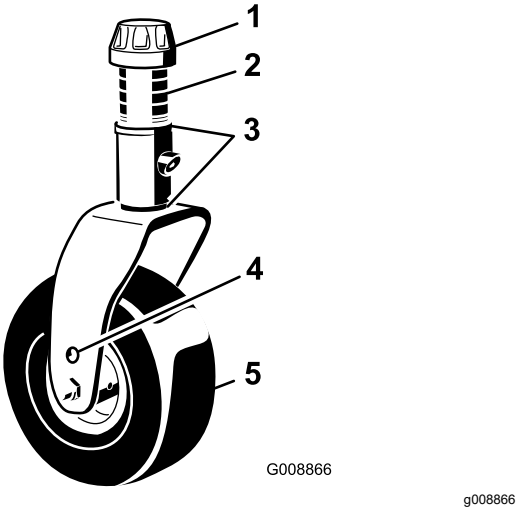

Figura 140
1. Retire el casquillo tensor del eje de la rueda giratoria y deslice el eje fuera del brazo de la rueda giratoria (Figura 140).
Retire el casquillo tensor y la horquilla (Figura 140).